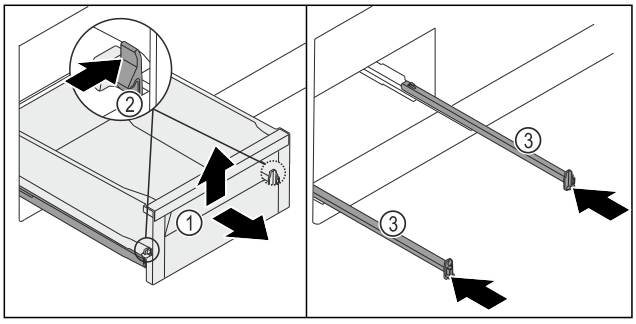

Fig. 137
▶ Pull out the drawer *Fig. 137 (1)* as far as it will go.
▶ Press the left and right clamp *Fig. 137 (2)* inward at the same time.
▷ The drawer *Fig. 137 (1)* is released from the rails.
▶ Lift up the drawer *Fig. 137 (1)* at the front.
▶ Remove the drawer *Fig. 137 (1)* from the front.
▶ Push in the rails *Fig. 137 (3)*.